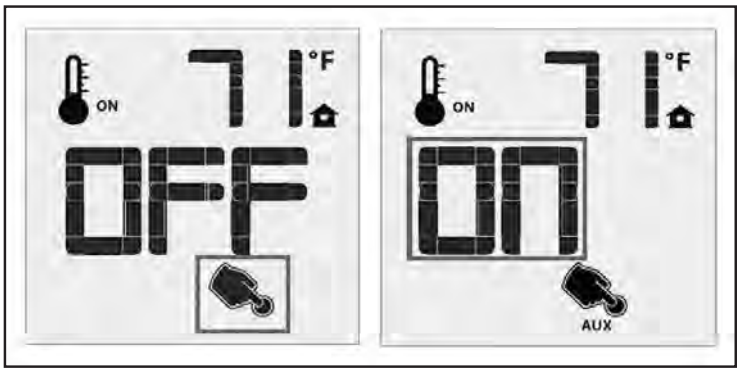

Figure 114: Remote Control with Aux for Accent Lights.
The DV46 is shipped with two (2) firebox accent lights. They are connected to the auxiliary power outlet of the Proflame Fan Control Module. The lights can be turned on or off using the Auxiliary function on your remote control. Press the Mode Key on the remote control until the Auxiliary Function icon is highlighted. Pressing the Up or Down arrow keys will turn the accent lights on or off. See Figure 114 for the AUX icon details. A single "beep" will confirm the reception of the command.